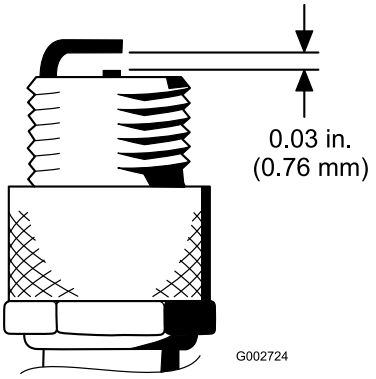

Figur 44
4. Kontrollera att luftgapet mellan mitt- och sidoelektroderna är 0,76 mm (Figur 44).